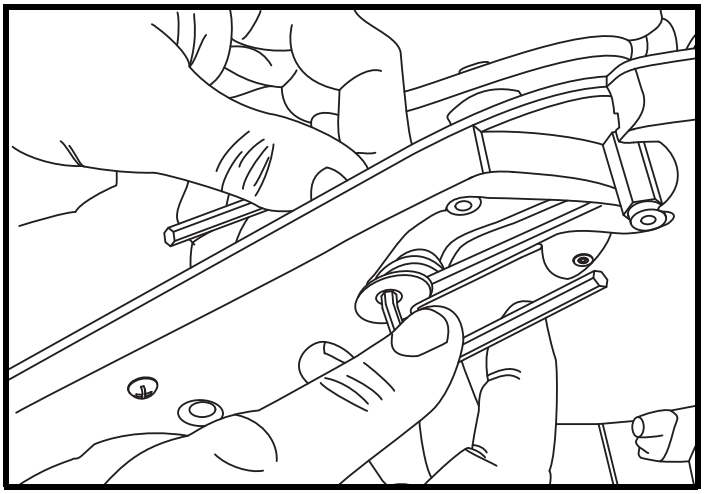

Figura 38. Sostituzione della molla per la forza d'estensione (Kids FAST)
8. Controllare che ci sia una buona resistenza. Se la molla è bloccata potrebbe essere necessario allentare il bullone con incrementi di giro di 0,64 cm fino a quando la resistenza non sia adeguata. **Vedere la figura 38.**